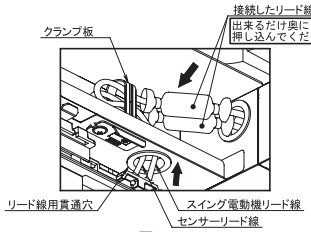

図7
8. スイング電動機リード線・センサーリード線をリード線用貫通穴に通した後(図7参照)、
10. 接続したスイング電動機リード線及びセンサーリード線を図7の位置に押し込み、リード線をクランプ板で固定してください。(図7参照)